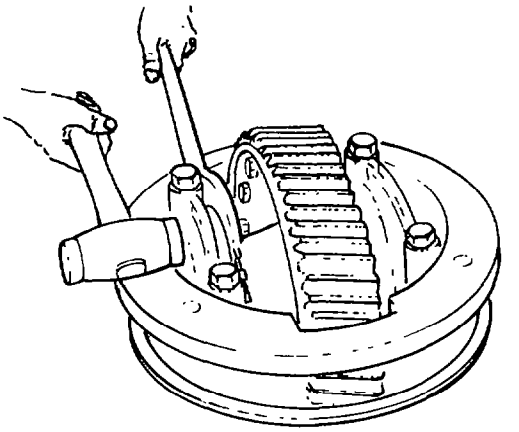

Fig. 336 — Pre-loading Bearing
o. Position the differential bearing adjustment fixture (Tool No. J-26440) on the carrier housing. Lubricate the bearings with OEP-220 gear oil. Then while turning the differential assembly, adjust the right-hand bearing adjusting nut with tool no. J-26437 until the bearings have a slight pre-load. Relieve the bearing preload by hitting the bearing cap with a plastic mallet as shown in fig. 336.